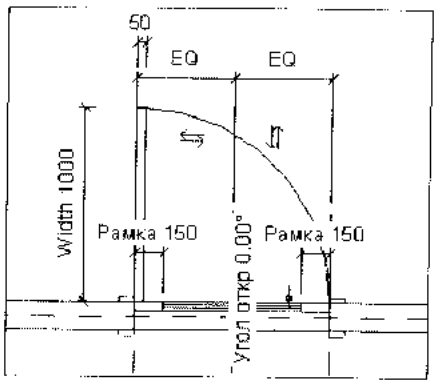

Рис. 18.27. *Создание условного обозначения двери на плане*
d. На ленте в разделе **Draw** выбрать инструмент **Center-ends Arc** (Дуга по центру и концевым точкам) и построить дугу открывания, указав центр дуги в точке вращения двери, а затем начало и конец дуги (рис. 18.27);